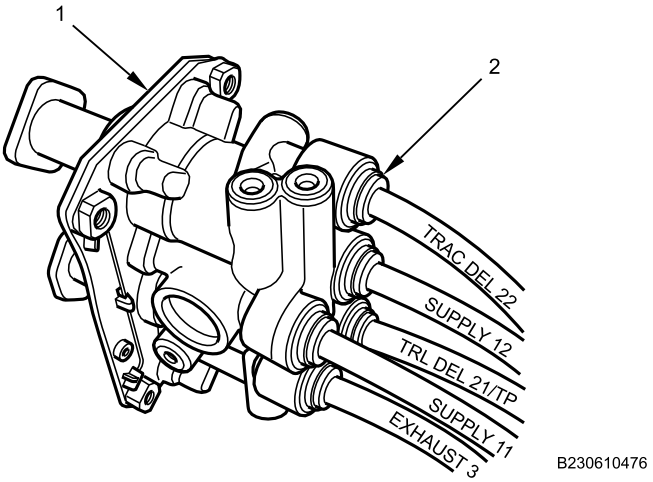

Figure 3. Hand Brake Control Valve.
1. Install air lines (Figure 3, Item 2) on hand brake control valve (Figure 3, Item 1). Refer to Table 1 for proper air line connections.